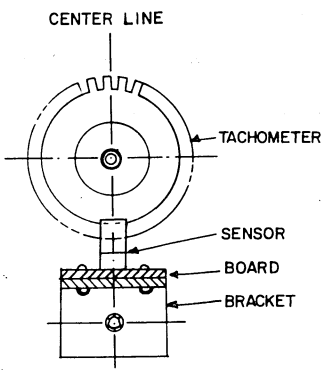

Figure 6R-19. File Reel Tape Sensor Alignment
9. Carefully remove the sensor board assembly and mounting bracket by removing the hex head screw on the mounting bracket (figure 6R-17).
To align the file reel tape tachometer (figure 6R-20), perform the following: Align the sensor on the board assembly so that the tachometer passes through the middle of the sensor without rubbing any part of the sensor. The sensor should be at a 90 degree angle to the shaft holding the tachometer.